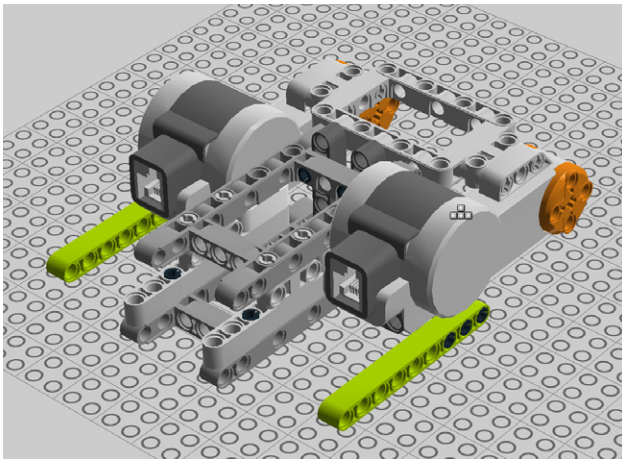

Figure 7-35. *Step 28: Adding two beams to the assembly*
28. Add a pair of beams to the pegs you just inserted. Figure 7-35 shows this.